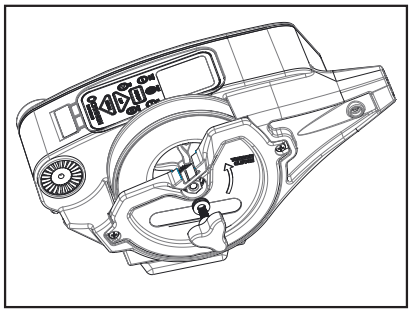

Figure 19
1. Desserrez et retirez le bouton d'embrayage. Tournez le bouton d'embrayage dans le sens horaire jusqu'à ce qu'il soit libre de l'arbre moteur. (Figure 19)